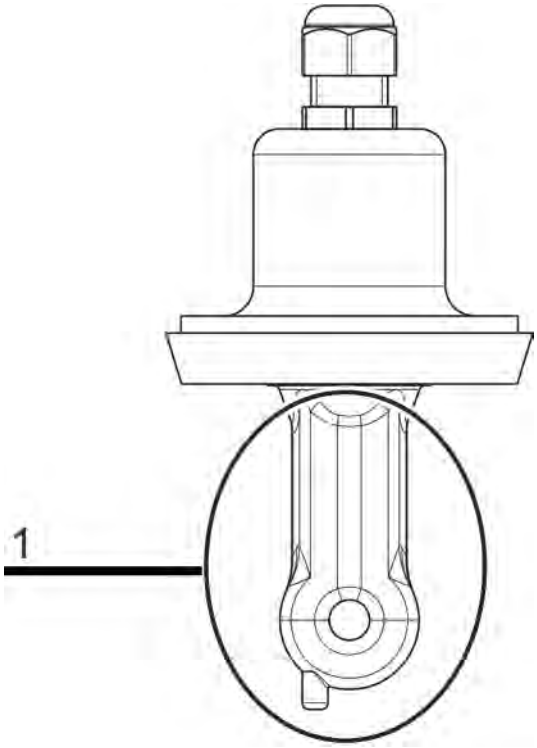

Fig. 73: Cuerpo del sensor de un sensor Ci (pos. 1)
3. Coloque el sensor de modo que el cuerpo del sensor cuelgue libremente en el aire. (Véase Fig. 73 .)